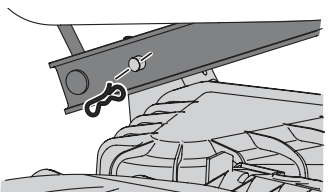

Fig. 45
11. Mirando hacia la plataforma desde el lado izquierdo del tractor, ubique el pasador de chaveta en el lado posterior izquierdo de la plataforma (Fig. 45).
12. Retire el pasador y saque el pasador de la plataforma del brazo de elevación de la misma (Fig. 45).